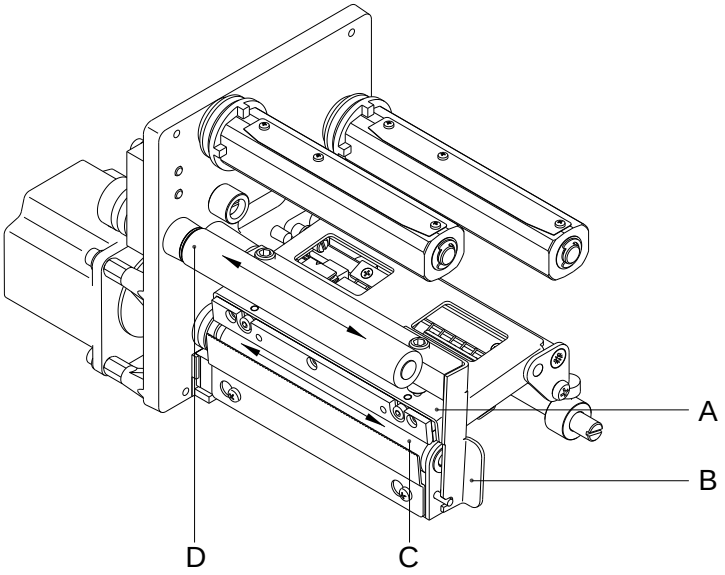

Figura 13
2. Gire la palanca roja (B, in Figura 13) en sentido contrario a las agujas del reloj para levantar el cabezal de impresión.